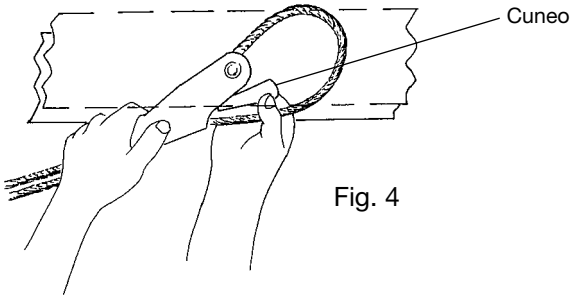
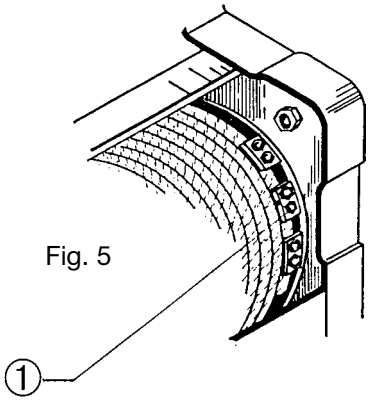

Fig. 4
Fig. 5
**Per lo smontaggio della fune:** sfilare il cuneo capofisso (Fig. 4), quindi togliere il capo della fune dalla staffa e sfilare la fune dalle pulegge bozzello ed eventuale rinvio. Svolgere completamente la fune dal tamburo premendo il pulsante "discesa" della pulsantiera di comando, fino all'estremità del tamburo. Allentare le viti di fissaggio morsetti della fune (Fig. 5).
**Montaggio fune nuova:** infilare la fune all'ultimo morsetto di fissaggio facendo uscire di circa 40 mm il capo della fune; stringere le viti del morsetto (Fig. 5 - pos. 1) serrando la fune fino allo schiacciamento della stessa e fissare gli altri morsetti.